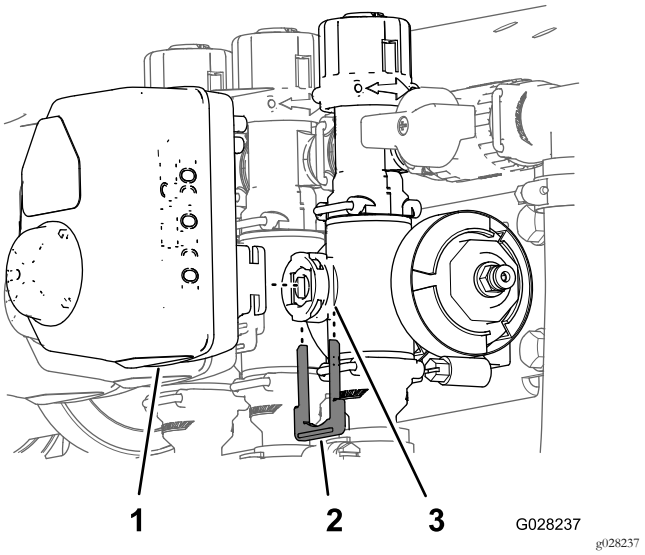

Figura 133
3. Retire la horquilla de retención que sujeta el actuador al distribuidor de control de caudal, agitación, maestra o de sección de los brazos (Figura 133).